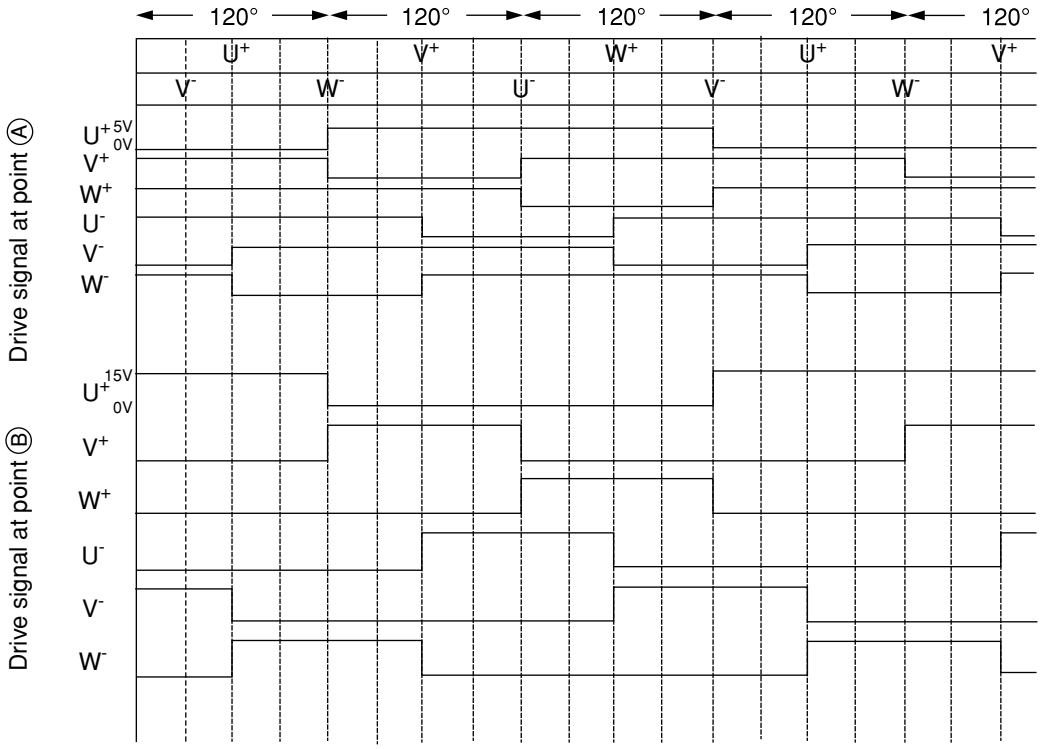

Fig. 7-3
- In high speed rotation mode (PWM range), as shown in Fig. 7-3, 0-5V drive signal is ouput from microcomputer for each phase (with no chopper because of full duty). Signal output from microcomputer is input to IC1 and is inverted by active Lo to become 0-15V drive signal; it is then drive the transistor of each phase.